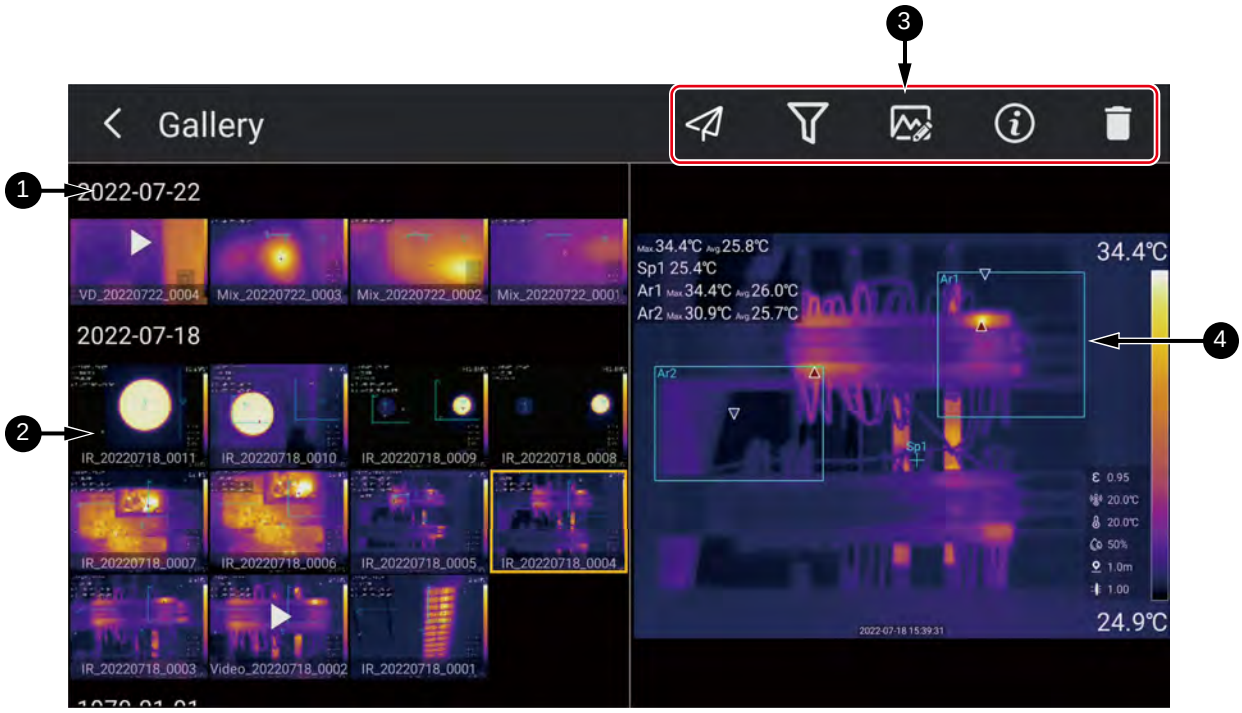

Figure 10. Gallery
1. Tap (right Shortcut Menu Area). The Gallery shows as in *Figure 10*.